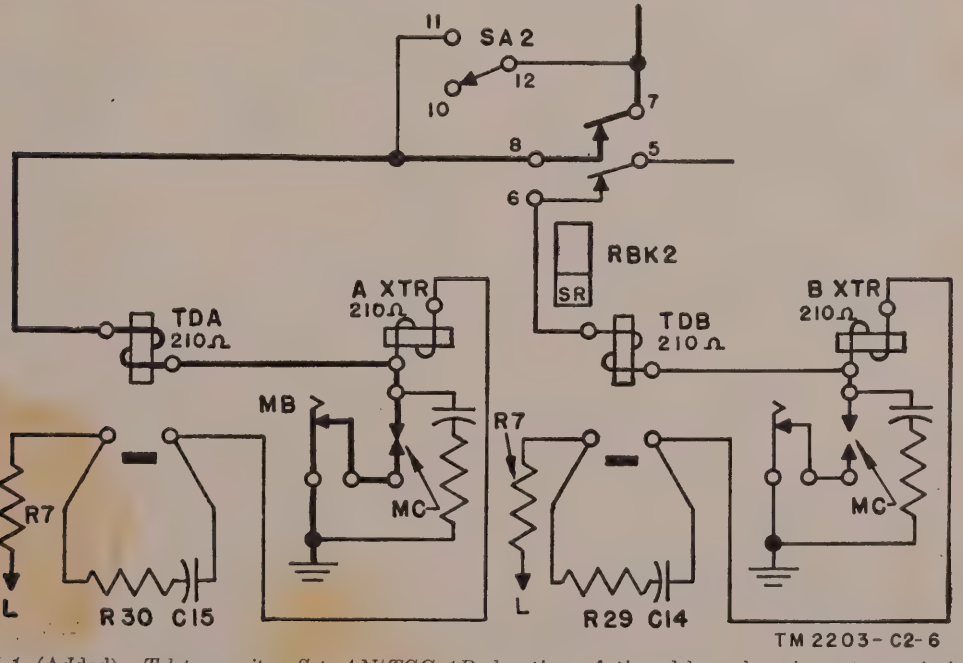

Figure 41.1 (Added). *Teletypewriter Set AN/TGC–1B, location of time-delay relays in pretransmission circuit.*
Figures 41, 42, 43, 46, 47, and 48 pertain to Teletypewriter Set AN/TGC–1B as well as to Teletypewriter Sets AN/TGC–1 and AN/TGC–1A. See figure 41.1 for location of time-delay relays in Teletypewriter Set AN/TGC–1B.
d. TELETYPEWRITER SET AN/TGC–1B. (Added) In Teletypewriter Set AN/TGC–1B, the transmitter magnet coil of each of the three transmitters is replaced by a time-delay relay coil (fig. 41.1). This relay allows a time interval to elapse before its contacts close. During this interval, the transmitter motor reaches full operating speed. At the end of the time interval, the time-delay relay contacts close and energize the associated transmitter coil to start sending the message. This delaying action occurs during both normal and split operation.
Figures 44 and 45 pertain to Teletypewriter Set AN/TGC–1B as well as to Teletypewriter Sets AN/TGC–1 and AN/TGC–1A. See figures 41.1 and 129.1 for the time-delay relay circuit of Teletypewriter Set AN/TGC–1B.
d. TELETYPEWRITER SET AN/TGC–1B. (Added) In Teletypewriter Set AN/TGC–1B, the transmitter magnet coil is replaced by a time-delay relay coil (fig. 41.1) which allows a time interval to elapse before its contacts close. During this interval the transmitter motor reaches operating speed. When the relay contacts close, the number transmitter is energized. This delay occurs on both normal and split connections.
c. TELETYPEWRITER SET AN/TGC–1B. (Added) In Teletypewriter Set AN/TGC–1B, the coil of a time-delay relay replaces the transmitter magnet coil (fig. 41.1).